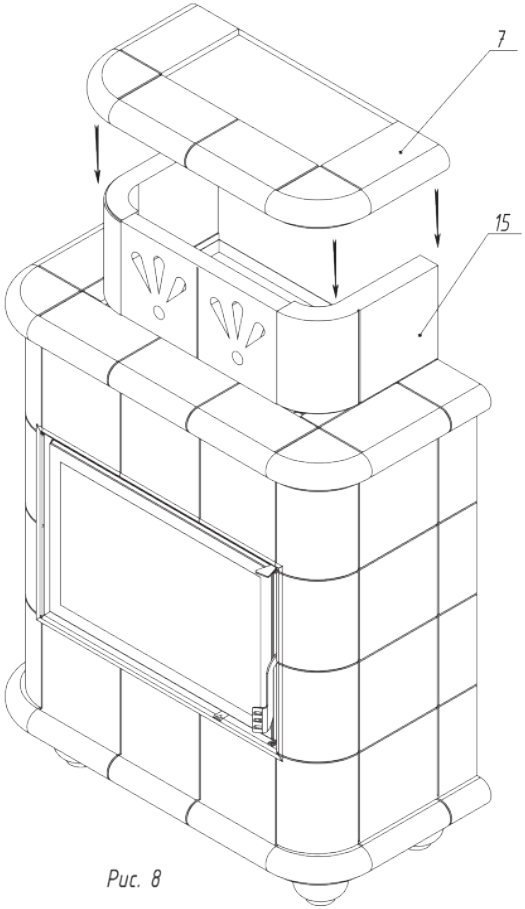

Рис. 8
10. Верхняя панель 7 устанавливается на корону 15 (Рис. 8)